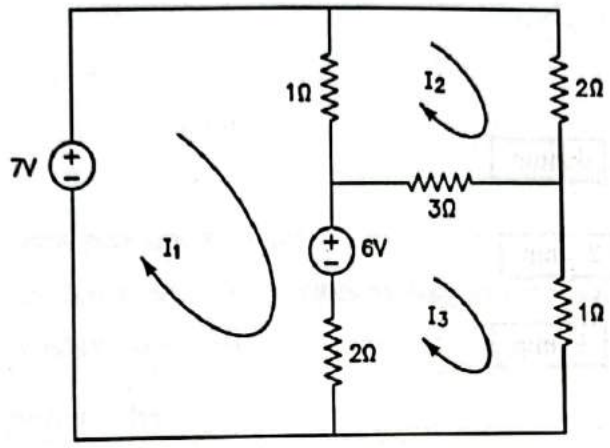

**FIG. 1.81**
**For the given network, of Fig. 1.81 determine the mesh current $I_1$, $I_2$ and $I_3$.**